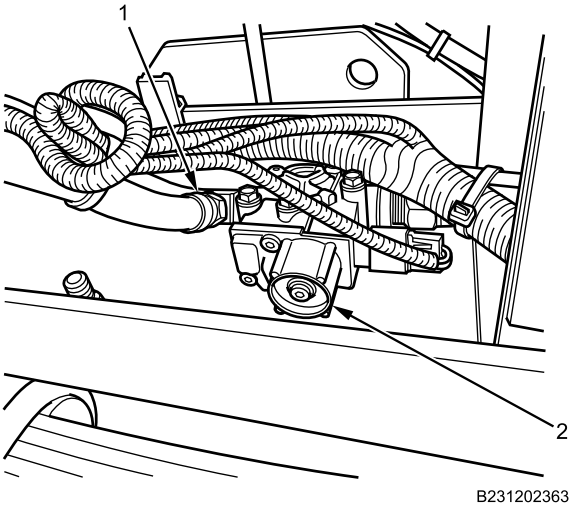

Figure 7. Modulator Valve.
4. Install service brake air hose (Figure 7, Item 1) on modulator valve (Figure 7, Item 2) on frame rail.